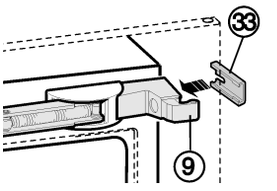

Fig. 26
- ▶ Press spacer *Fig. 26 (33)* onto the turn hinge *Fig. 26 (9)* in the area of the slot.